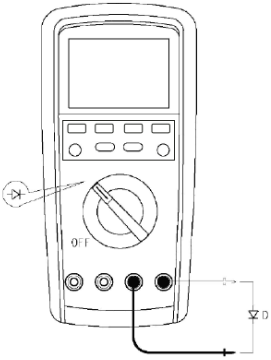

Рис. 6 Проверка диода
7.5 Проверка диода (см. рис. 6)